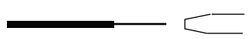

Figure 28
2. Follow procedure for selected field-installable connector(s) **(Figure 28)**.